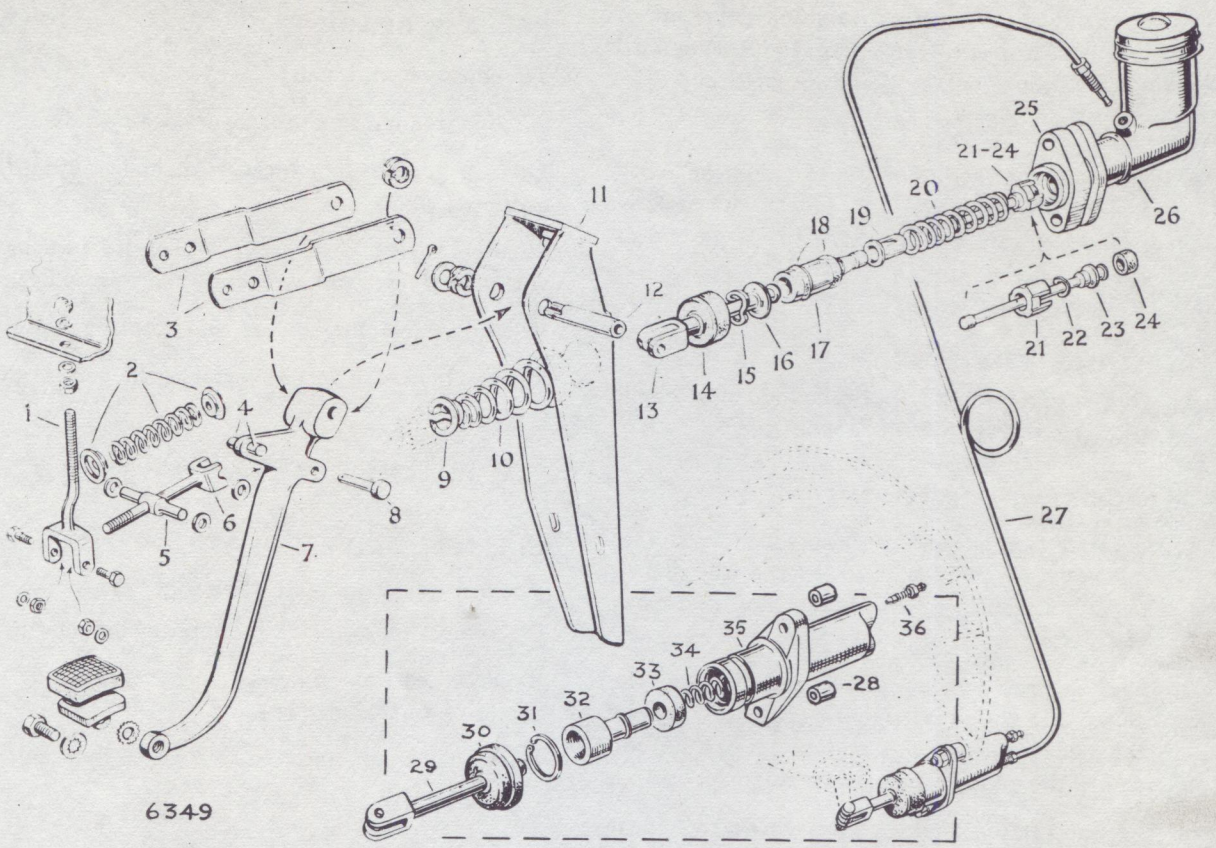

Fig. 6. *Exploded view—Master cylinder, slave cylinder and pedal linkages*
Hydraulic withdrawal mechanism is employed, consisting of a master cylinder directly connected to the pedal (Fig. 6), and a hydraulic fluid pipe running to the operating cylinder, which in turn is attached by a rod to the withdrawal lever. A booster spring is fitted in the pedal linkage of Series I, II and III cars in order to reduce pedal effort.
Provision for bleeding the system is made on the operating cylinder. (See item 36, Fig. 6.)
To remove (Fig. 6)
SLAVE CYLINDER (Fig. 6)